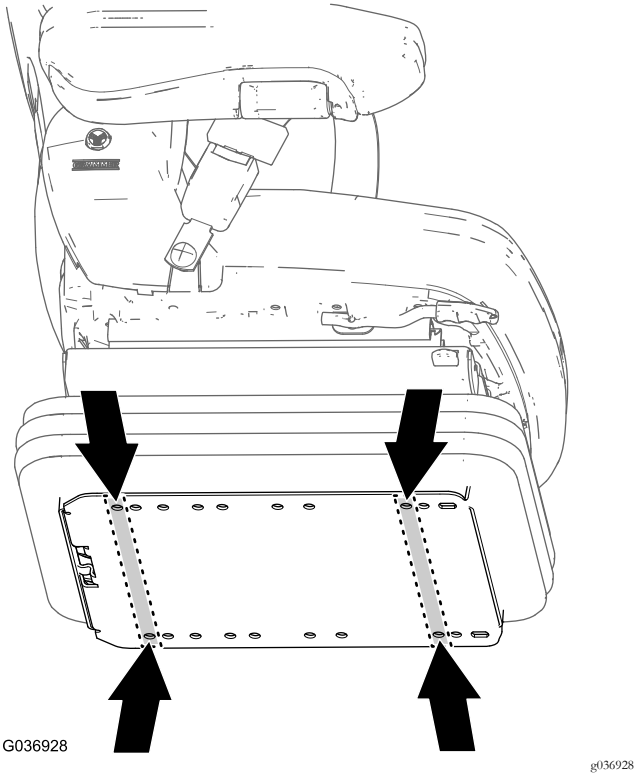

Figure 16
1. At the bottom plate of the new seat, locate the seat-mounting holes for your machine (Figure 16).